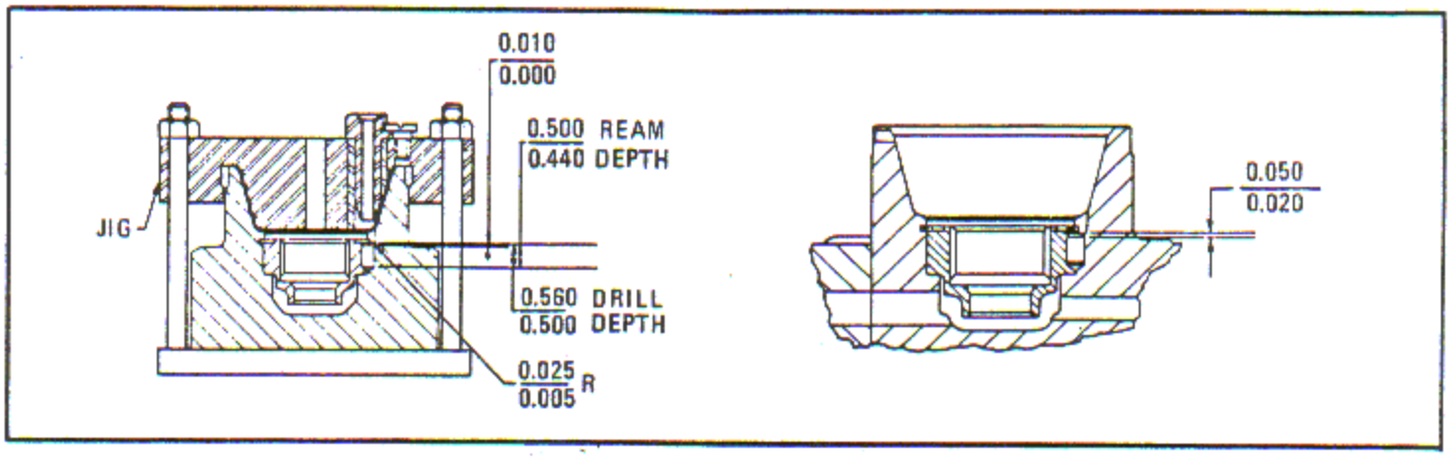

Figure 6-108. Machining Lock Pin Holes and Installing Pins
a. Attach drill jig to the crankshaft rear end and place the assembly on a suitable drill press table. See figure 6-108.
d. Install the 0.2348 inch diameter slip bushing in the drill jig and a suitable 15/64 inch drill in the drill press spindle. Drill six holes, one at each spotface, to a depth of 0.500 - 0.560 inch below the inner edge of the retaining ring groove. See figure 6-108.